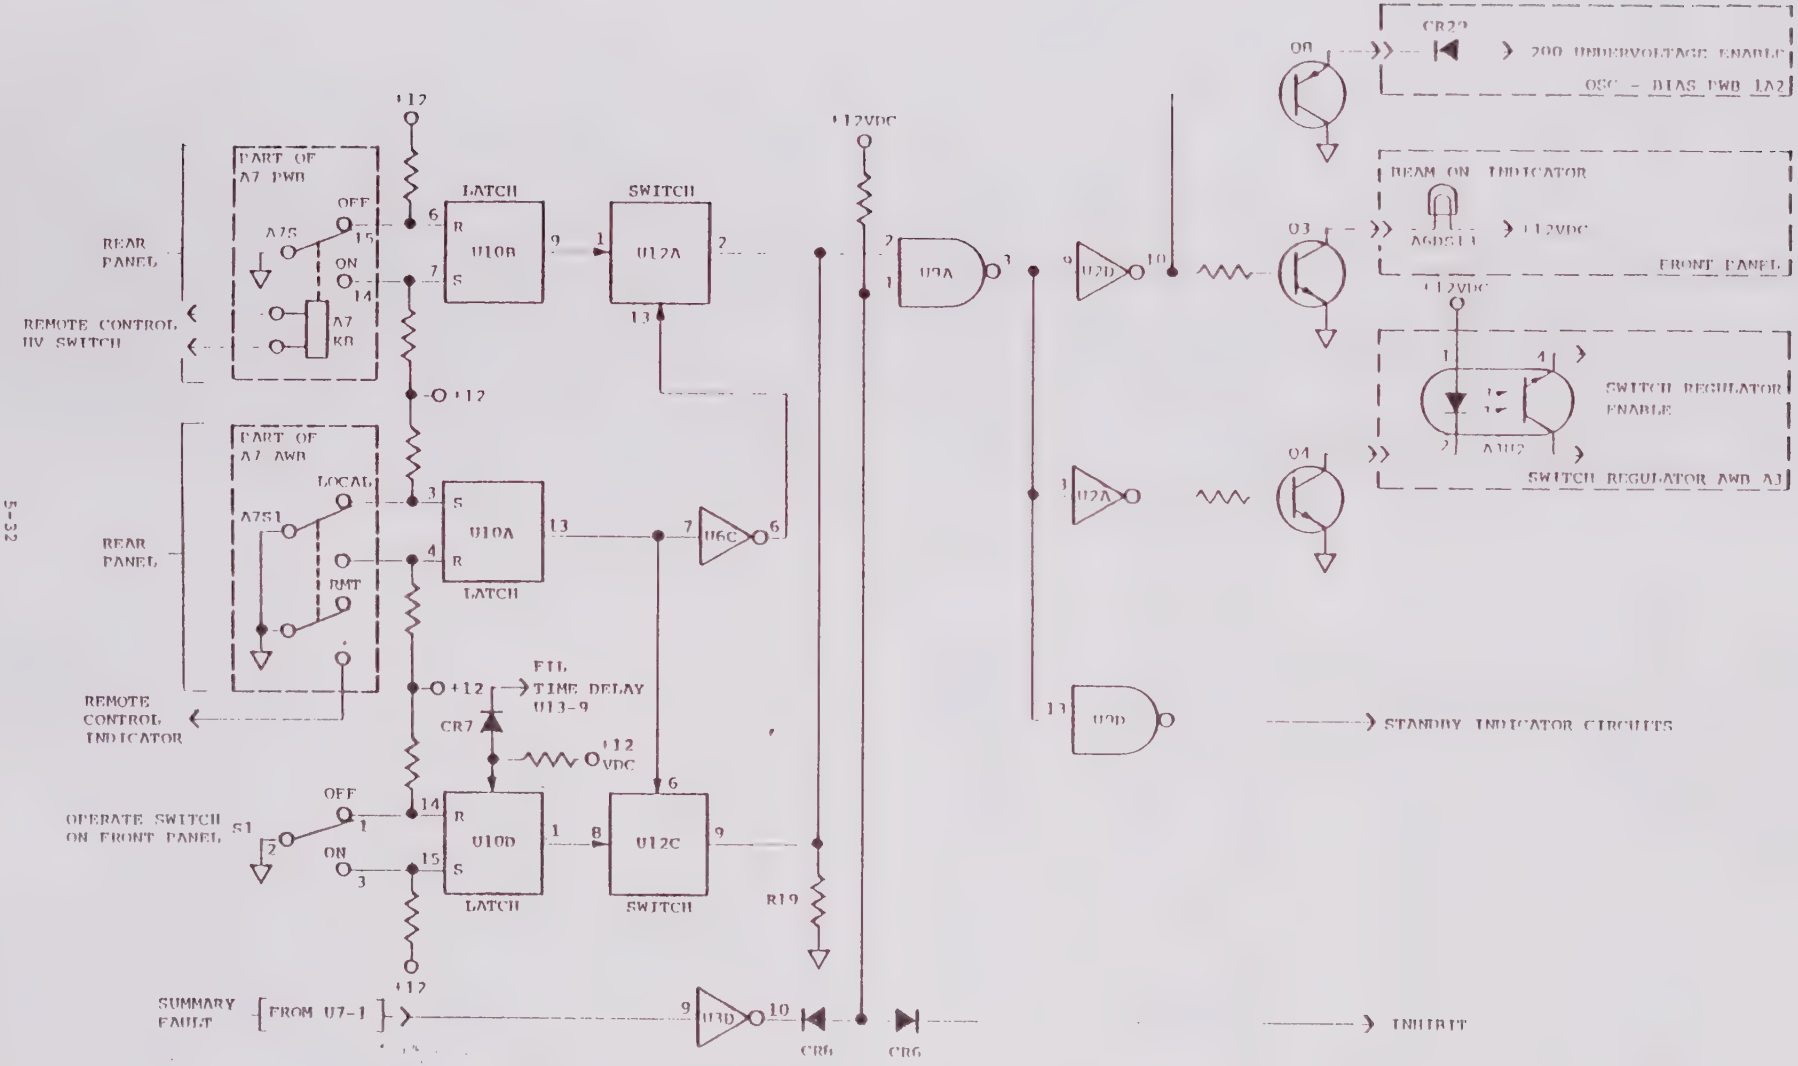

FIGURE 5-12 SIMPLIFIED SCHEMATIC-HIGH VOLTAGE CONTROL
5.2.7.2 High Voltage Control. The High Voltage Control circuits are shown in Figure 5-12.
Figure 5-12 includes the circuits for the Remote Control Option. Check Section 1, Table 1-1, to determine in your TWTA includes this option.